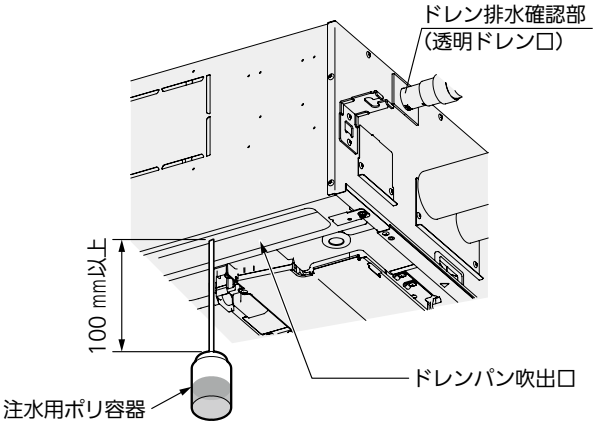

図26
- 図26に従ってドレンパン吹出口よりドレンパン内に排水確認用の水（約 1 リットル）を少しずつ入れてください。